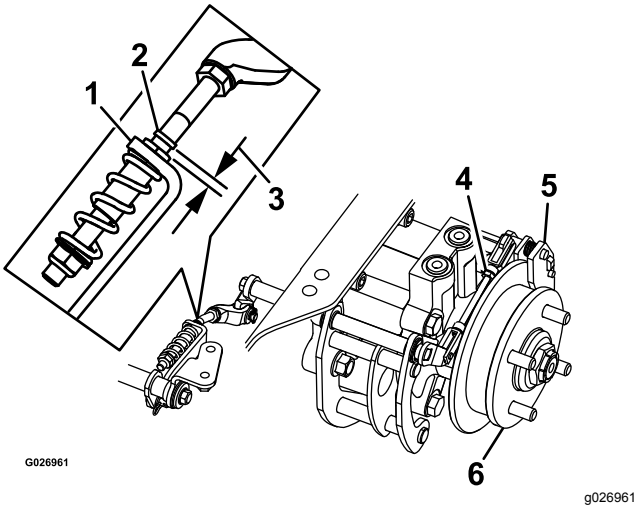

**Figur 82**
8. Kontrollera om det finns ett synligt mellanrum mellan L-fästet och länkstoppet (Figur 82).